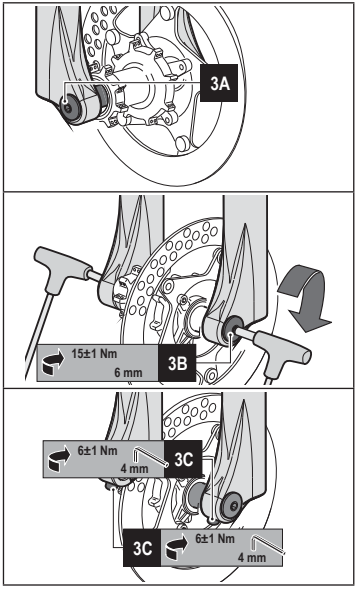

Abbildung 3 - *Radmontage auf ø 32 gabeln mit Aufnahmefuß mit durchgehender Radachse ø 20 mm*
- Die Mitte des Rads mit den beiden Radachsen ausrichten (siehe **3A** in **Abbildung 3**).
- Die Radachse durch die rechte Radaufnahme, das Rad und die linke Radaufnahme schieben (siehe **3A** in **Abbildung 3**).
- Die Radachse mit dem vorgesehenen Moment (**15±1Nm**) anziehen, dazu mit einem 6mm-Inbusschlüssel an der Bolzenkappe drehen (siehe **3B** in **Abbildung 3**).
- Die Schrauben an den beiden Schnellspannern mit einem 4mm- Inbusschlüssel mit dem vorgesehenen Moment (**6±1 Nm**) anziehen (siehe **3C** in **Abbildung 3**).